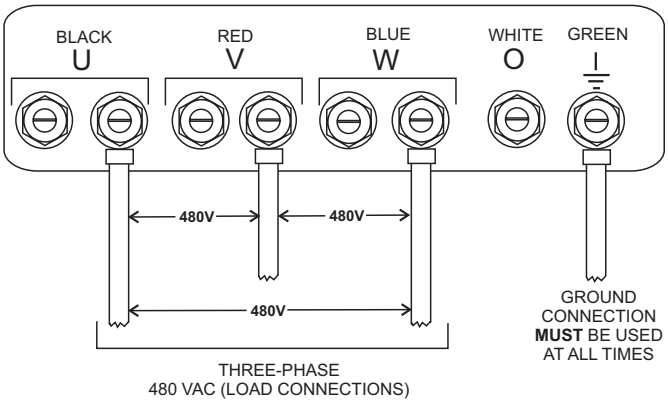

Figure 23. UVWO Terminal Lugs Single-Phase 480-Volt Connections
2. Connect the load wires to the UVWO terminals as shown in Figure 23.